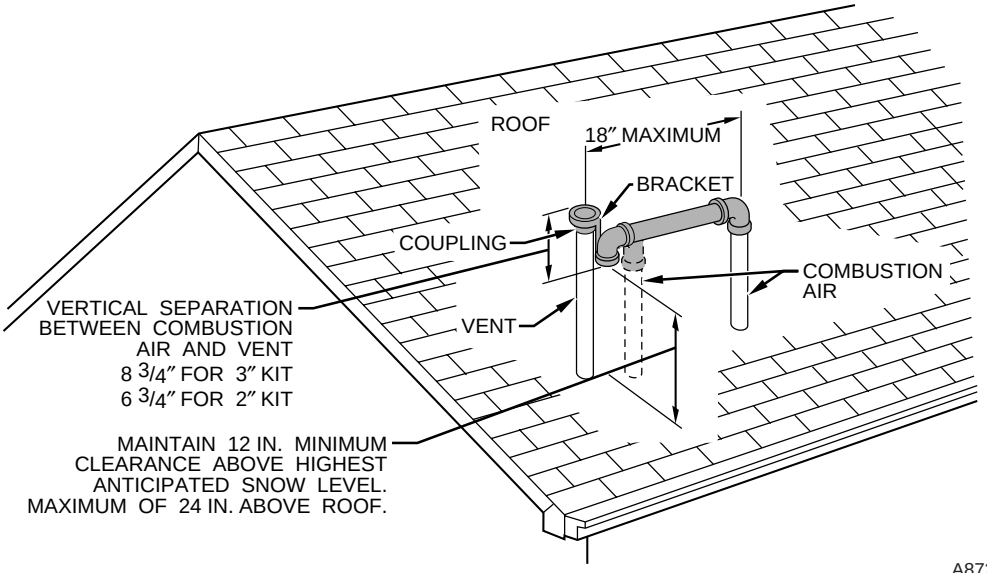

Fig. 37—Roof Termination (Preferred)
NOTE: Moisture in combustion-air intake may be result of improper termination. Ensure combustion-air intake pipe termination is similar to that shown in Fig. 37, 38, 39, 40, or 41 so it will not be susceptible to areas where light snow or other sources of moisture could be pulled in.
Combustion-air and vent pipes must terminate outside structure. A factory accessory termination kit must be installed in 1 of the installations shown in Fig. 37, 38, 39, 40, or 41. Four termination kits are available.
NOTE: Shaded parts in Fig. 37, 38, 39, 40, and 41 are considered to be terminations. These components should NOT be counted when determining pipe diameter. Roof termination is preferred since it is less susceptible to damage, has reduced chances to take in contaminants, and has less visible vent vapors. (See Fig. 37 or 38.) Sidewall termination may require sealing or shielding of building surfaces with a corrosive resistance material due to corrosive combustion products of vent system.
Roof terminations—Loosely install pipe coupling on properly cut vent pipe. Coupling must be positioned so bracket will mount as shown in Fig. 37.
For applications using combustion-air pipe option indicated by dashed lines in Fig. 37, install 90° street elbow into 90° elbow, making U-fitting. A 180° U-fitting may be used.
5. Check required dimensions as shown in Fig. 37, 40, or 41.